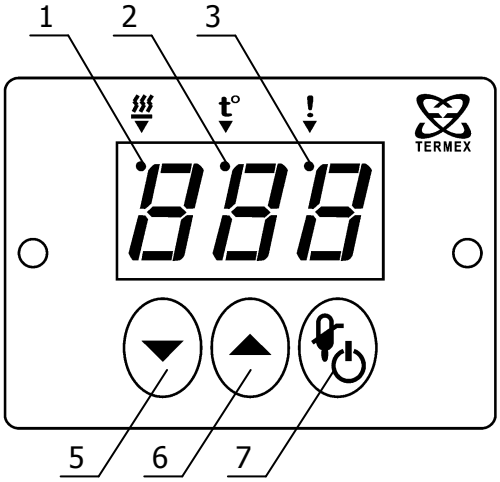

Рисунок 2 – Лицевая панель регулятора
2.3.1 После подключения сетевого кабеля бани к электрической сети регулятор температуры переходит в режим ожидания. В этом режиме светодиодное табло 4 погашено, индикатор 3 периодически загорается на непродолжительное время (рисунок 2). Регулятор не реагирует на органы управления, за исключением кнопки включения 7.
2.3.2 Для перевода регулятора температуры из режима ожидания в рабочий режим нажать кнопку 7 (рисунок 2), и удерживать ее в нажатом состоянии не менее половины секунды.
- Одновременно нажать кнопки 5 и 6 (рисунок 2). На светодиодном табло 4 отобразится номер текущей программы регулирования: «ПГ1» (вода) или «ПГ2» (ПМС-100).
2.5.1 Для входа в режим установки температуры кратковременно нажать кнопку 7 (рисунок 2). Загорится индикатор режима ввода уставки 2 и на табло 4 появится текущее значение установленной температуры регулирования.
2.5.3 Для выхода из режима установки температуры кратковременно нажать кнопку 7 (рисунок 2).
- Нажать и удерживать кнопку 6 (рисунок 2) в нажатом состоянии до появления на светодиодном табло 4 надписи: «Cor».